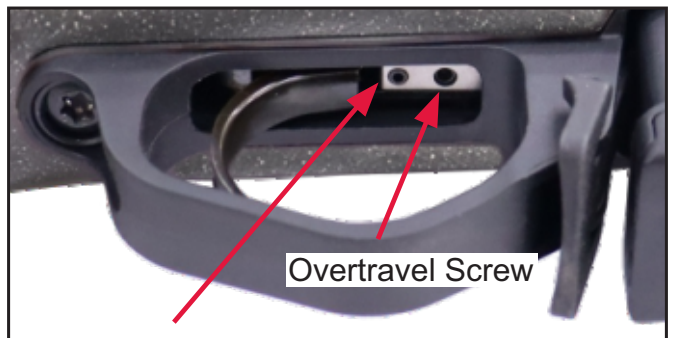

Fig. 8
– There are two screws in the bottom of the trigger housing. The screw that is furthest from the trigger can be turned to adjust overtravel, and the screw that is closest to the trigger can be turned to adjust trigger pull weight (Fig. 8).